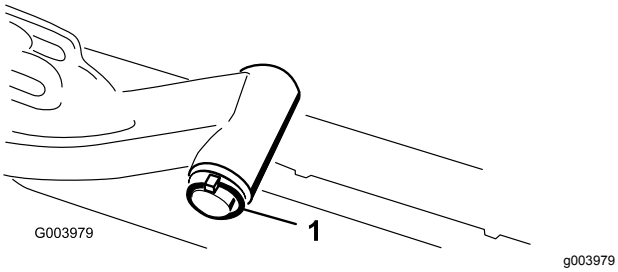

**Figur 11**
A. Fjern den ringstift og spændeskive, der fastgør løftearmens drejeaksel til løftearmen, og skub løftearmens drejegaffel ud af løftearmen (Figur 11).
C. Sæt løftearmens aksel ind i løftearmen, og fastgør den med spændeskiven og ringstiften (Figur 11).